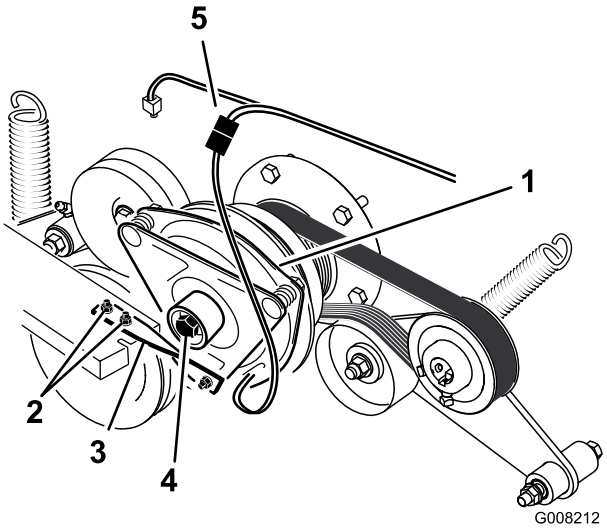

Figur 55
6. Tag koblingsstikket ud (Figur 55).
7. Fjern de to bolte, der fastholder gummikoblingsarmen til plæneklipperrammen (Figur 55).
8. Fjern den midterste bolt, der fastholder koblingen til motorens aksel, og fjern koblingen og nøglen (Figur 55).
15. Mens krumtapakslen holdes på maskinens bagende, monteres midterbolten og spændes til et moment på 68 Nm (Figur 55).
16. Monter gummikoblingsarmen på plæneklipperstellet med de to bolte og møtrikker, du fjernede tidligere (Figur 55).
18. Sæt koblingsstikket i (Figur 55).